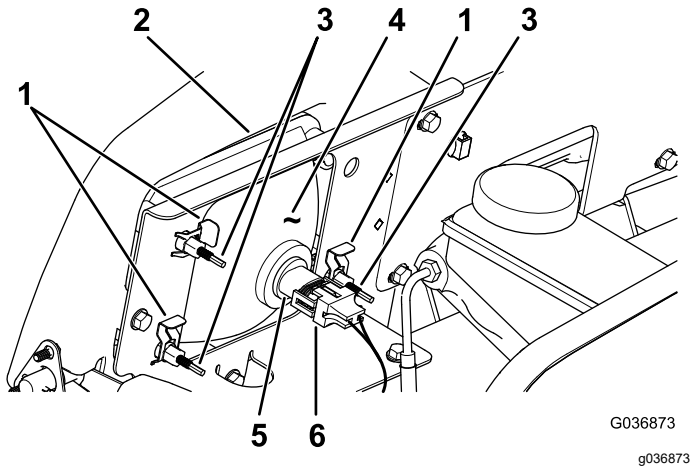

Figur 52
3. Koble den elektriske forbindelsen for nettet fra koblingsstykket til pæreenheten (Figur 52).
4. Fjern hurtigklemmene som fester frontlysene til frontlysbraketten (Figur 52).
5. Fjern frontlysenheten ved å flytte den fremover gjennom åpningen i fremre støtfanger (Figur 52).
6. Monter det nye frontlyset gjennom åpningen i støtfangeren (Figur 52).
8. Koble den elektriske forbindelsen for nettet til koblingsstykket til pæreenheten (Figur 52).
2. På baksiden av frontlysenheten roterer du justeringsskruene (Figur 52) for å bevege frontlysenheten og stille inn posisjonen for stråleretningen.